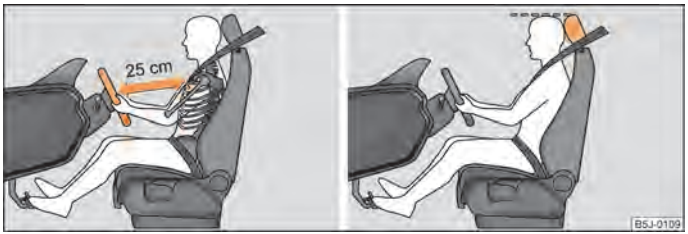

Fig. 96 Distanza corretta del conducente dal volante / regolazione corretta del poggiatesta del conducente
- Regolare il volante in modo tale che la distanza tra il volante e lo sterno sia di almeno 25 cm ⇒ fig. 96 lato sinistro.
- Regolare il poggiatesta in modo che il bordo superiore del poggiatesta si trovi all'incirca alla stessa altezza della parte superiore del proprio capo ⇒ fig. 96 lato destro.
- **Il conducente deve mantenere una distanza dal volante di almeno 25 cm ⇒ fig. 96. Se non si rispetta questa distanza minima, il sistema airbag non può proteggere - pericolo di morte!**
- Regolare i poggiatesta in modo che il bordo superiore dei poggiatesta si trovi all'incirca alla stessa altezza della parte superiore del proprio capo ⇒ fig. 96 - lato destro.